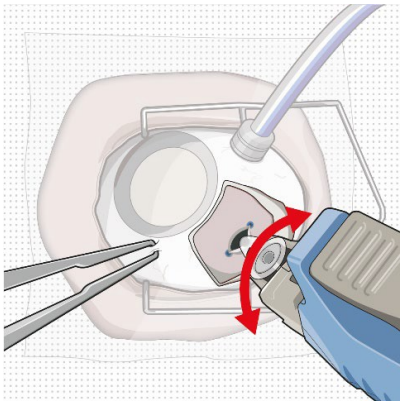

Figure 39
- A slight initial twisting motion may be helpful to ease the implant through the sclero-pars plana incision (Figure 39).